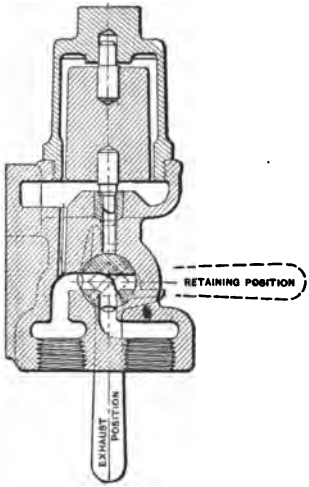
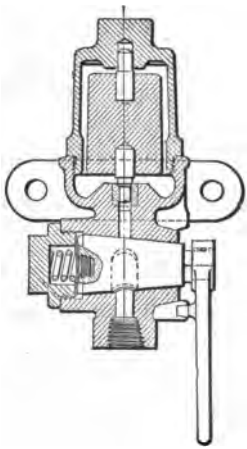
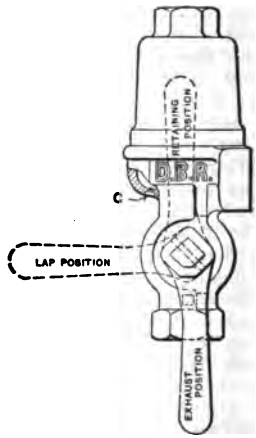

FIG. 33.—RETAINING VALVE USED WITH 12, 14 AND 16-INCH BRAKE CYLINDERS.
FIG. 35.—STANDARD RETAINING VALVE USED WITH 6, 8 AND 10-INCH BRAKE CYLINDERS.
FIG. 36.—DRIVER-BRAKE RETAINING VALVE.
Q. What are the retaining valves shown in Figs. 33, 34, 35, and 36?
A. Figs. 33 and 34 represent valves designed to operate with 12, 14 and 16-inch cylinders. Though slightly different in structure, the operation is practically the same as the one already described.
A. Five. The one shown in Fig. 35 is for use with 6, 8, and 10-inch cylinders on non-vestibule cars; practically the same valve, but with an extension handle and key at right angles, is used on vestibule cars. Figs. 33 and 34 represent the corresponding valves for use with 12, 14, and 16-inch cylinders. Fig. 36 is a cut of the Driver-Brake Retaining Valve.